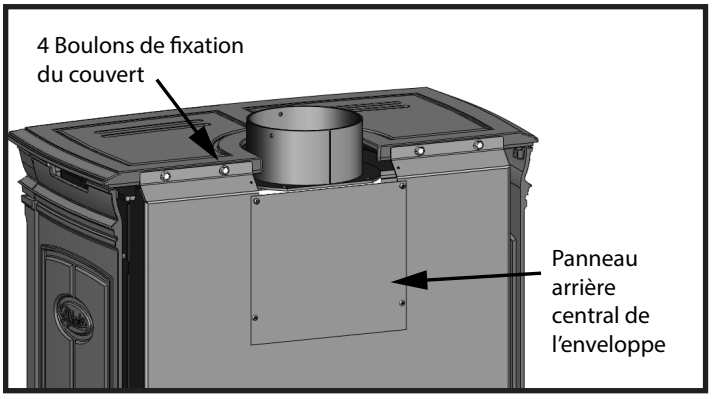

Figure 3: Retrait des boulons derrière le Alt 1.2.
- Retirer le panneau arrière central de l'enveloppe d'air (Figure 3).
- Retirer les boulons qui retiennent le dessus du bouclier d'air arrière et retirer délicatement le couvert en fonte (Figure 3).